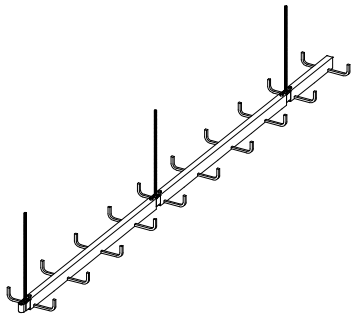
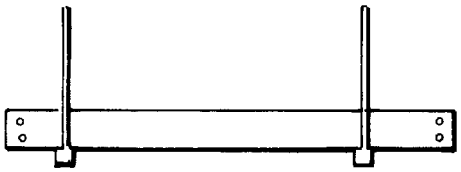
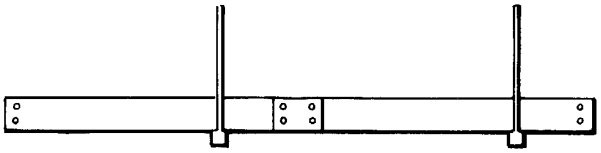

Figure 4.6A
Figure 4.10B
Figure 4.10C
4.2.1.6 Single Rail Cable Tray Hangers (See Figures 4.6A through 4.6C)
For single rail cable tray see Figures 4.6A, 4.7D, and 4.7E.
To begin, place a straight section across two supports so that the ends of the section are not directly on the support (Figure 4.10B). If the support span is equal to the length of the straight sections, bolt two pieces together for this step (Figure 4.10C). ***The support span should not be greater than the straight section length or as recommended by the manufacturer, to ensure no more than one splice is located between supports.*** As a general practice, avoid placing splice plates over supports or at mid-span. However, certain cable tray systems (see Figure 4.6A) and certain splice designs allow for random splice location. See manufacturer for details.